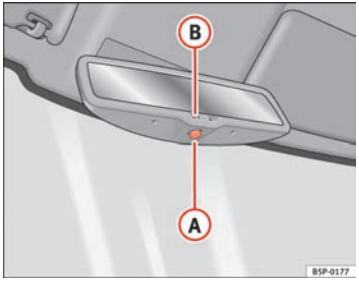

Fig. 89 Automatic anti-dazzle interior mirror.
– Press button (A) ⇒ fig. 89. Indicator lamp (B) goes off.
– Press button (A) ⇒ fig. 89. Warning lamp is lit.